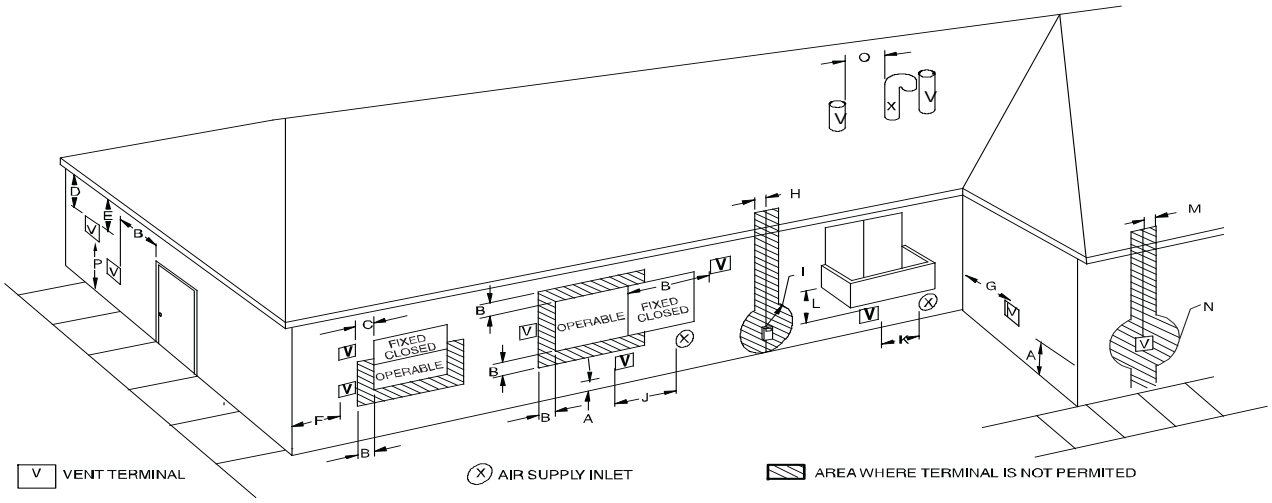
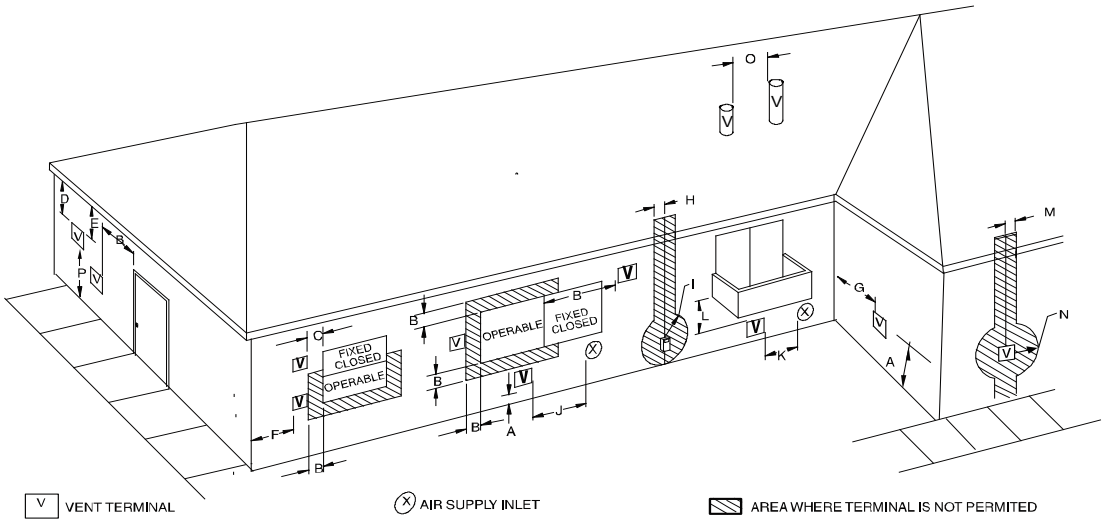
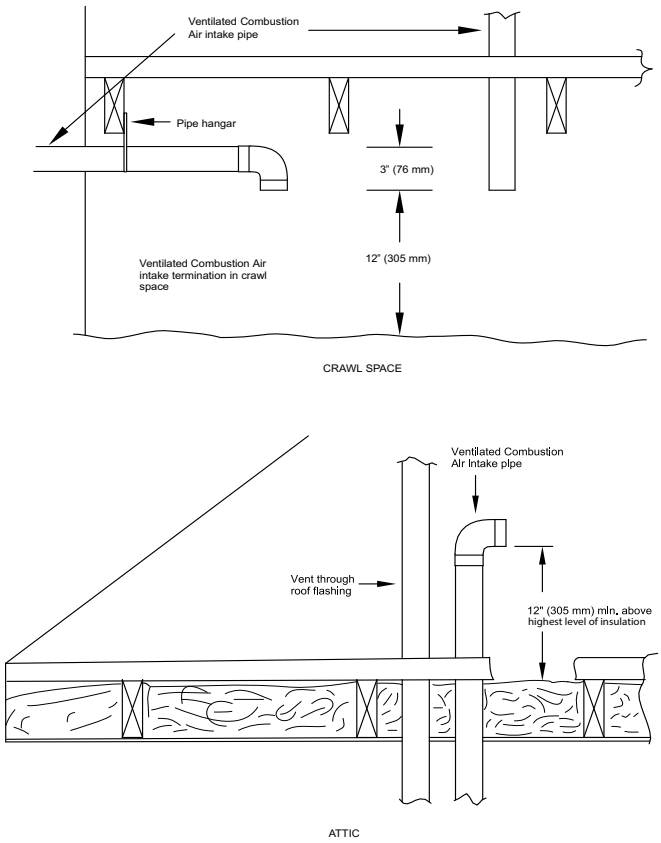

**Fig. 43 – Direct Vent Termination Clearance**
**Fig. 44 – Ventilated Combustion Air and Non-Direct Vent Termination Clearance**
**Fig. 47 – Vent Terminations for Ventilated Combustion Air** A10497
In a direct-vent (2-pipe) system, all air for combustion is taken directly from outdoor atmosphere, and all flue products are discharged to outdoor atmosphere. Combustion-air and vent pipes must terminate together in the same atmospheric pressure zone, either through the roof (preferred) or a sidewall. See Fig. 43 for references to clearances required by National code authorities.
In a ventilated combustion air option, the vent terminates and discharges the flue products directly to the outdoors similar to a direct vent system. See Fig. 44 for references to clearances required by National code authorities.
In a non direct-vent (1-pipe) system, all air for combustion is taken from the area adjacent to furnace, and all flue products are discharged to outdoor atmosphere. Air for combustion must be supplied as described in the Air For Combustion and Ventilation Section. Do not use an abandoned chimney to supply outside air to the furnace. See Fig. 44 for references to vent clearances required by National code authorities.
For vent termination clearance, references to National codes are shown in Fig. 43 for Direct Vent/2-Pipe system and Fig. 44 for Ventilated Combustion Air/Non-direct Vent/1-Pipe system. For exterior termination arrangements, refer to Fig. 40 for Direct Vent/2-Pipe system and Fig. 41 for Ventilated Combustion Air/Non-Direct/1-Pipe system. Contact Local code authorities for other requirements to and/or exemptions from the National codes shown in the figures.
1. Comply with all clearance requirements stated in Fig. 43 or Fig. 44 per application.
Direct vent (2-pipe) vent and combustion air pipes must terminate outside the structure. See Fig. 43 For references to vent clearances required by National code authorities. Allowable vent and combustion air terminations are shown in Fig. 40.
The vent pipe for a Non Direct Vent (1-pipe) system must terminate outdoors. See Fig. 44 for references to vent clearances required by National Code authorities. Allowable vent terminations are shown in Fig. 41.
The vent pipe for a Ventilated Combustion Air System must terminate outdoors. See Fig. 44 for references to vent clearances required by National code authorities. Allowable vent terminations are shown in Fig. 41. The combustion air pipe terminates in a well-ventilated attic or crawl space. Follow the clearances as shown in Fig. 47.